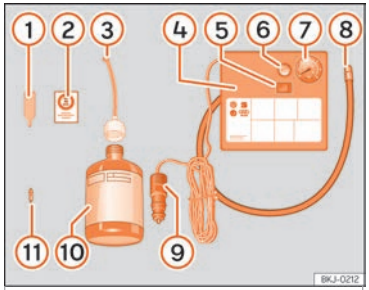

Fig. 97 Rappresentazione standard: contenuto del kit per la riparazione degli pneumatici.
Il kit per la riparazione degli pneumatici si trova nel sottofondo del bagagliaio. Include i seguenti componenti ››› **fig. 97**:
Riavvitare il tubo di gonfiaggio ››› fig. 97 (5) e controllare la pressione con il manometro (6).